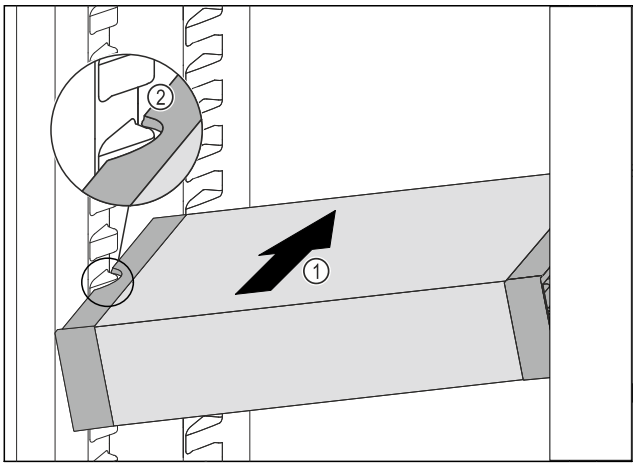

Fig. 129
▶ Predal VarioSafe potiskajte poševno v hladilnik *Fig. 129 (1)*, dokler stranska izreza *Fig. 129 (2)* predala VarioSafe nista na višini nastavka za posodo v hladilniku.